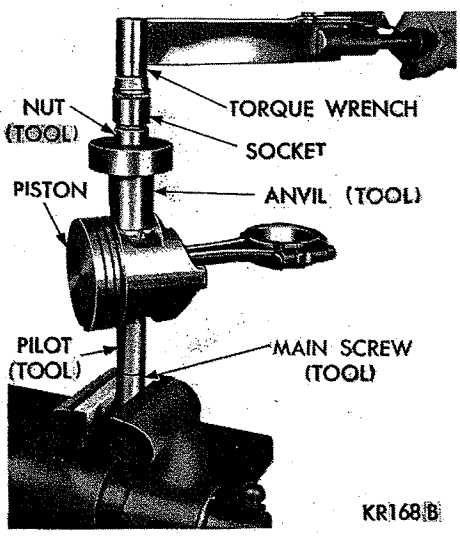

*Fig. 40—Testing Fit of Piston Pin in Connecting Rod (Tool C-3724)*
(12) Place assembly in a vise (Fig. 40).
(13) Attach torque wrench to nut and test torque up to 15 foot-pounds. If connecting rod moves downward on the piston pin, reject this connecting rod and piston pin combination. Install a new connecting rod and repeat the installation and testing procedure.